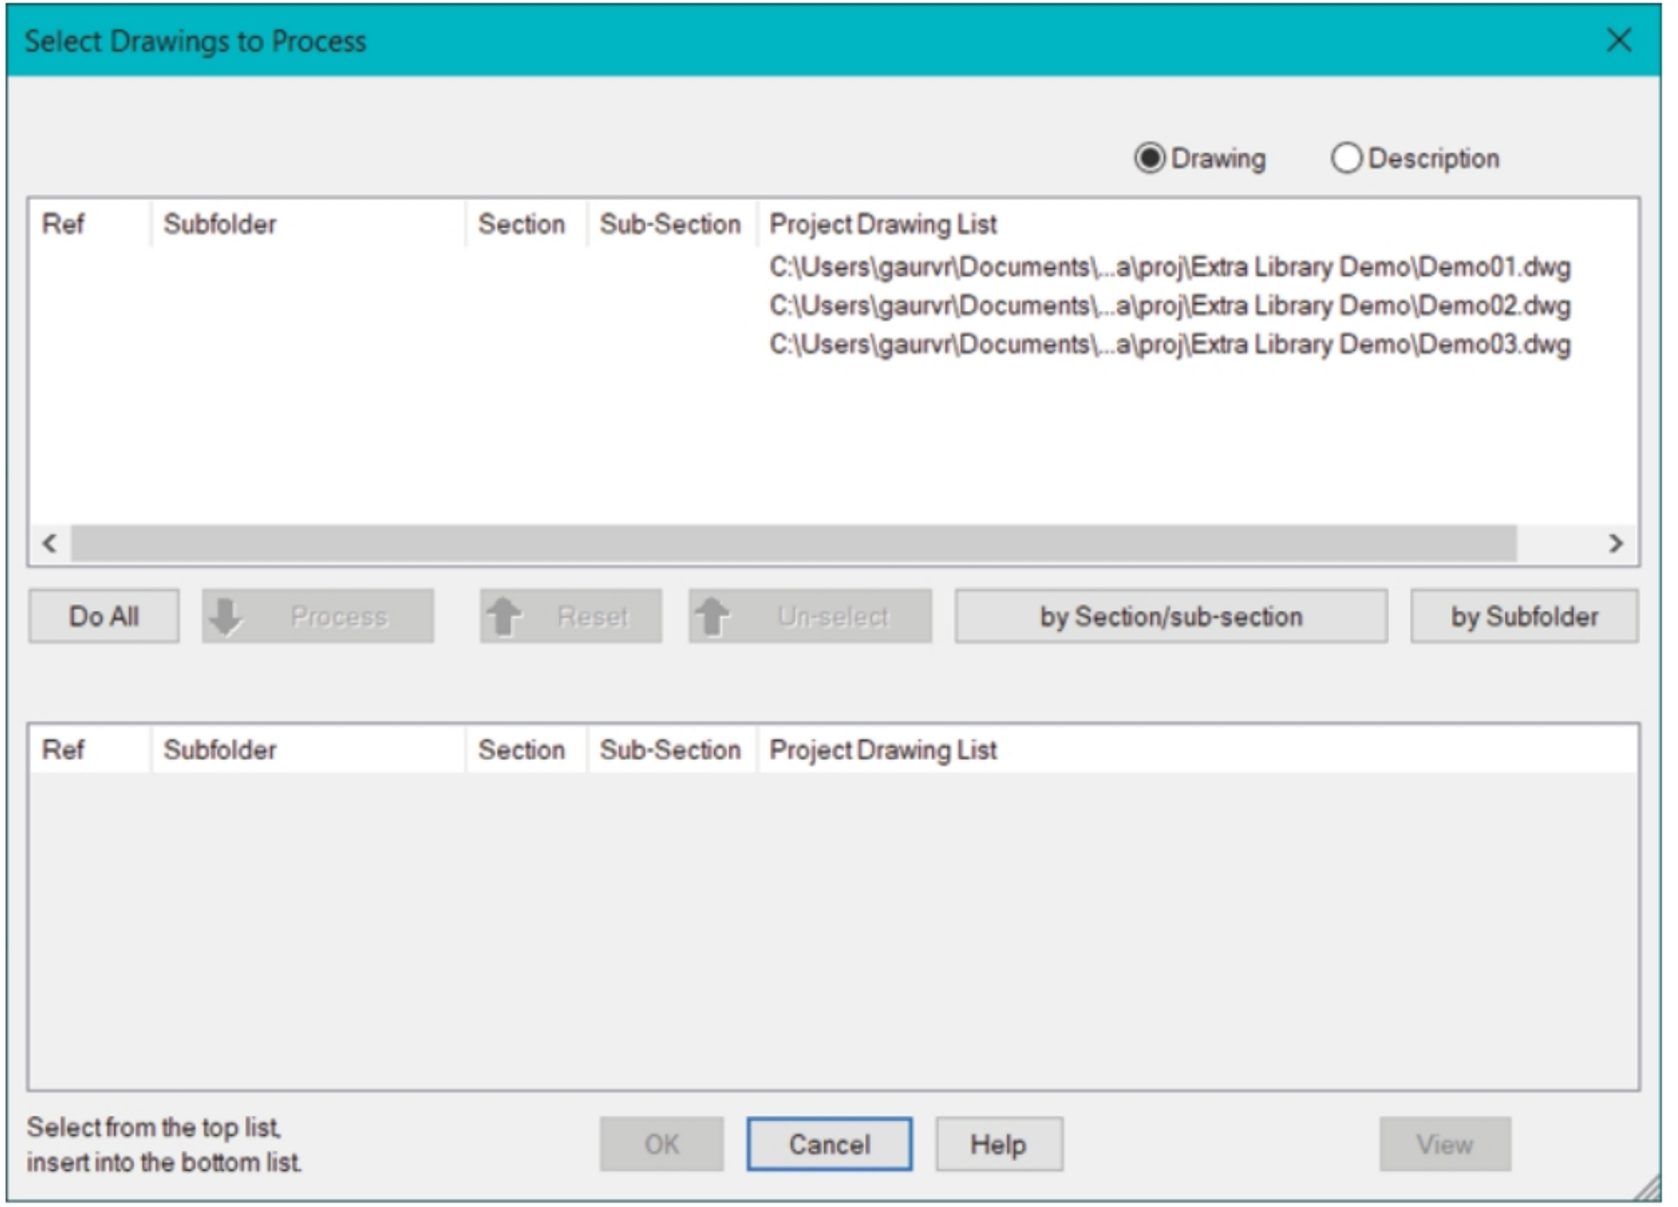

Figure-28. Select Drawings to Process dialog box
- Click on the **OK** button from the dialog box. The **Select Drawings to Process** dialog box will be displayed refer to Figure-28.
- Click on the **Plot Project** tool from the **Project Manager**. The **Select Drawings to Process** dialog box will be displayed; refer to Figure-28.